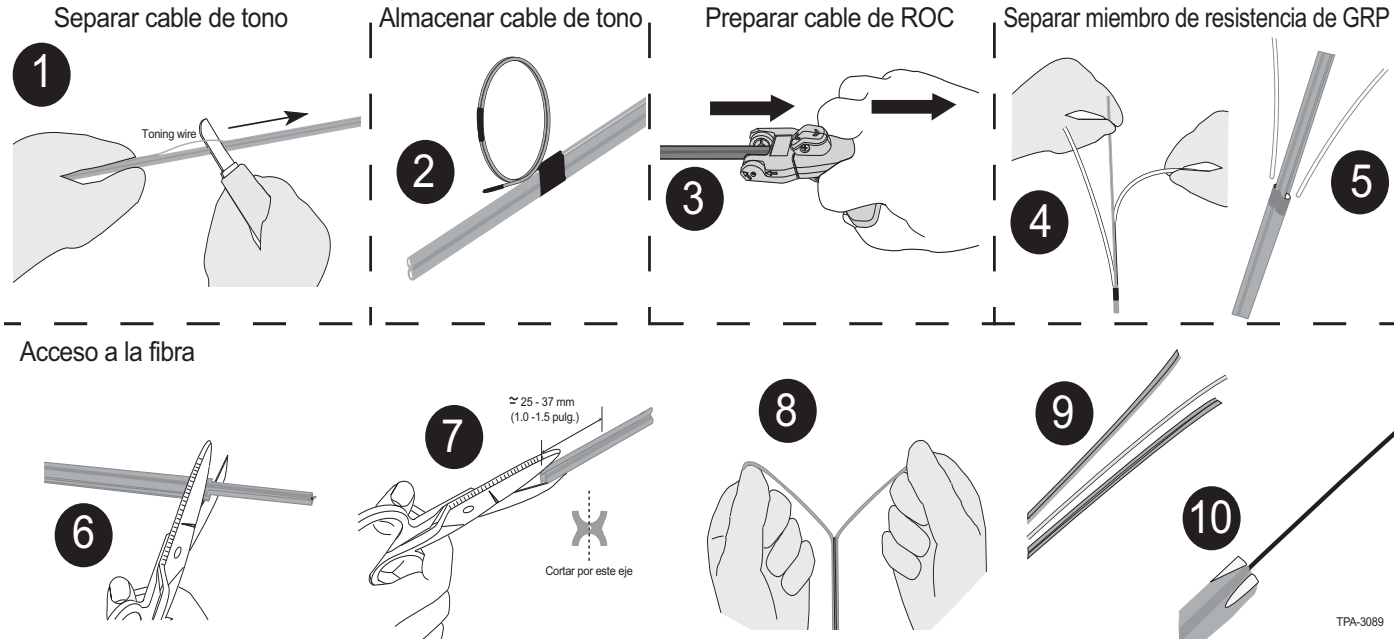

Figura 2 — Preparar cable ROC rastreable
Paso 2: Almacene el cable de rastreo con cinta aislante como se muestra en Figura 2.